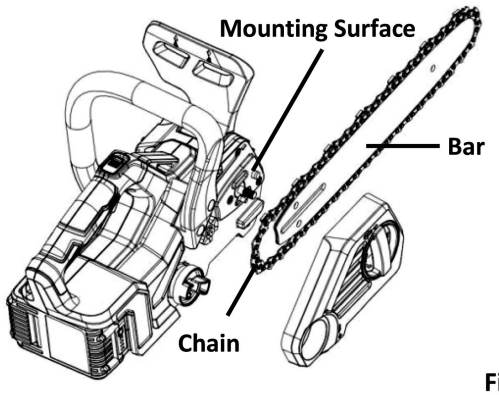

Fig.28
• Remove the chain cover. Remove the bar and chain from the mounting surface. Remove the old chain from the bar. (see figure 28)